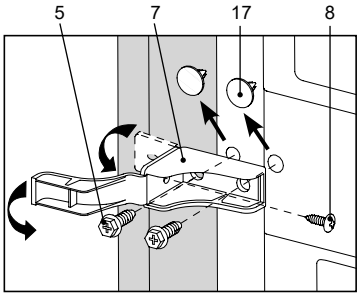

Figura 7
– scoateți două capace decorative 17 în conformitate cu figura 7;